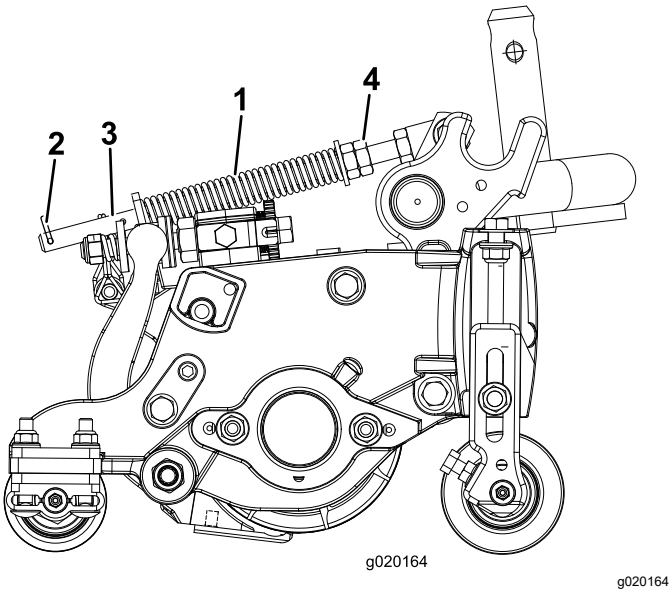

Figur 14
Gräsutjämningsfjädern (Figur 14) överför vikt från den främre till den bakre valsen. Detta hjälper till att minska förekomsten av det speciella vågformade mönster i gräsmattan som kallas för ”ondulering” eller ”bobbing”.
1. Se till att hårnålssprinten sitter i det bakre hålet på fjäderstången (Figur 14).
2. Dra åt sexkantsmuttrarna på fjäderstångens främre ände till dess att fjäderns komprimerade längd (Figur 14) är 12,7 cm på 5-tums-klippenheter och 15,8 cm på 7-tums-klippenheter.